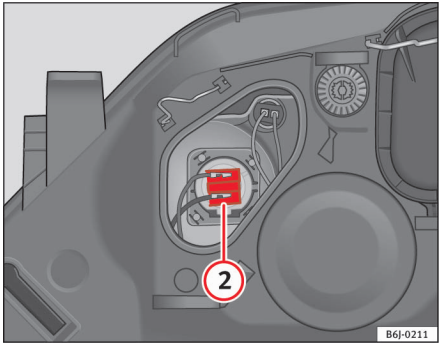

Fig. 141 Fjernlys
– Træk stikket ⇒ side 213, fig. 141 (2) udad og af.